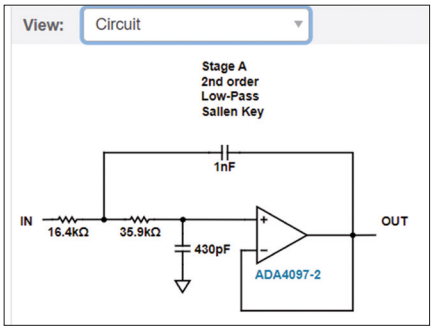

Figure 8.15 Second-order low-pass filter circuit.
- Click **Components** to display the circuit diagram of the filter (Figure 8.15). You can change the operational amplifier type, filter circuit type (Sallen & Key or Multiple Feedback), or the resistor and capacitor values.